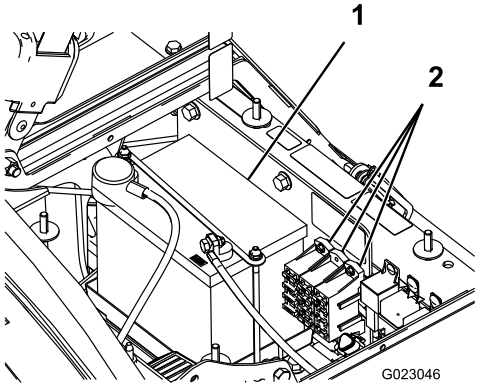

**Figur 32**
Der er 2 sikringsblokke og 1 tom plads i det elektriske system. De er placeret under sædet (Figur 32).
2. Batteriet er placeret i maskinens højre side bag pumpen (Figur 32).
5. Fjern batteriholderen og fastgørelsesenhederne (Figur 32).
2. Monter batteriholderen, og fastgør den med de tre bolte, der tidligere blev fjernet (Figur 32).
4. Påsæt batteridækslet, og fastgør det med de 2 skruer (Figur 32).
1. Løsn skruerne på siden af batterikassen, og fjern batteridækslet (Figur 32).